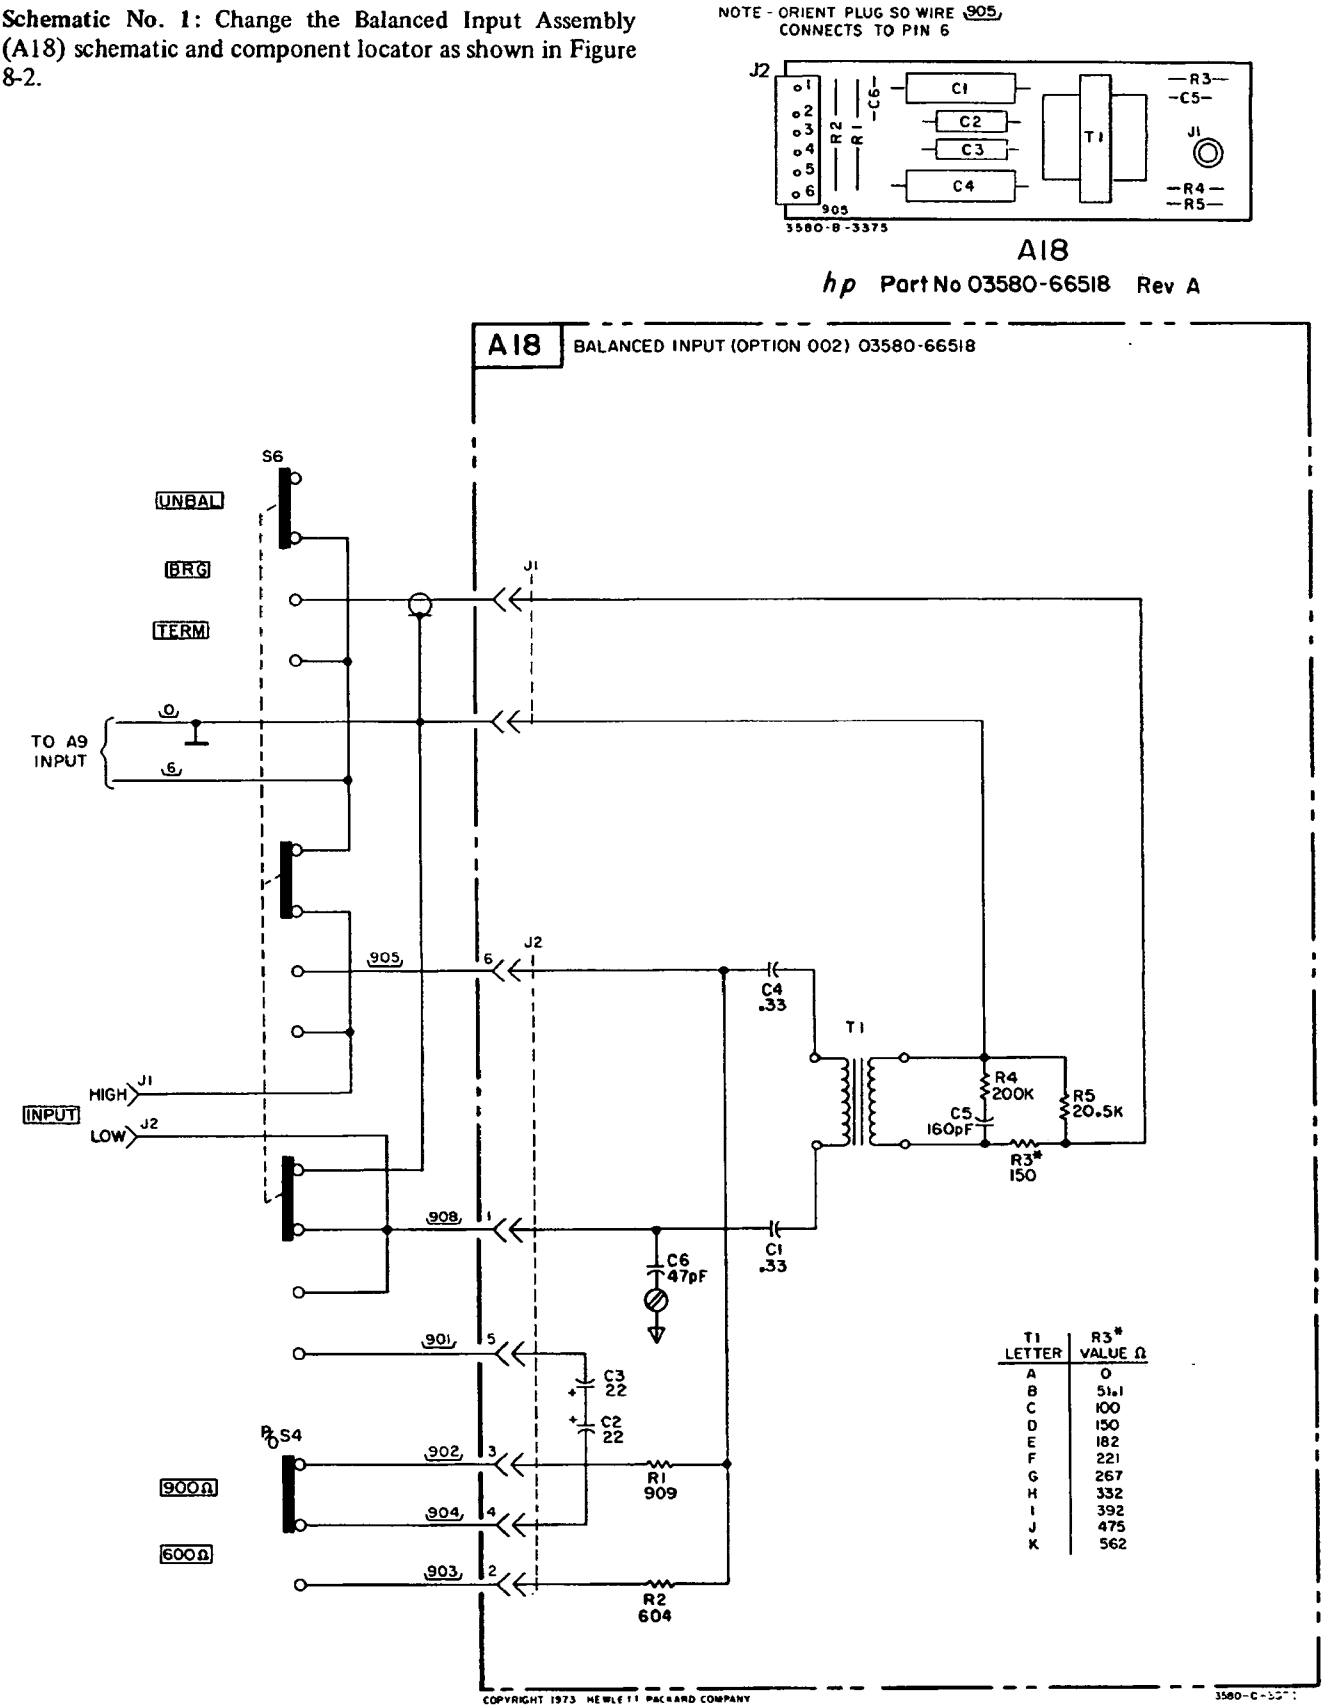

**Figure 8-2. Balanced Input Assembly.**
**Schematic No. 1:** Change the Balanced Input Assembly (A18) schematic and component locator as shown in Figure 8-2.